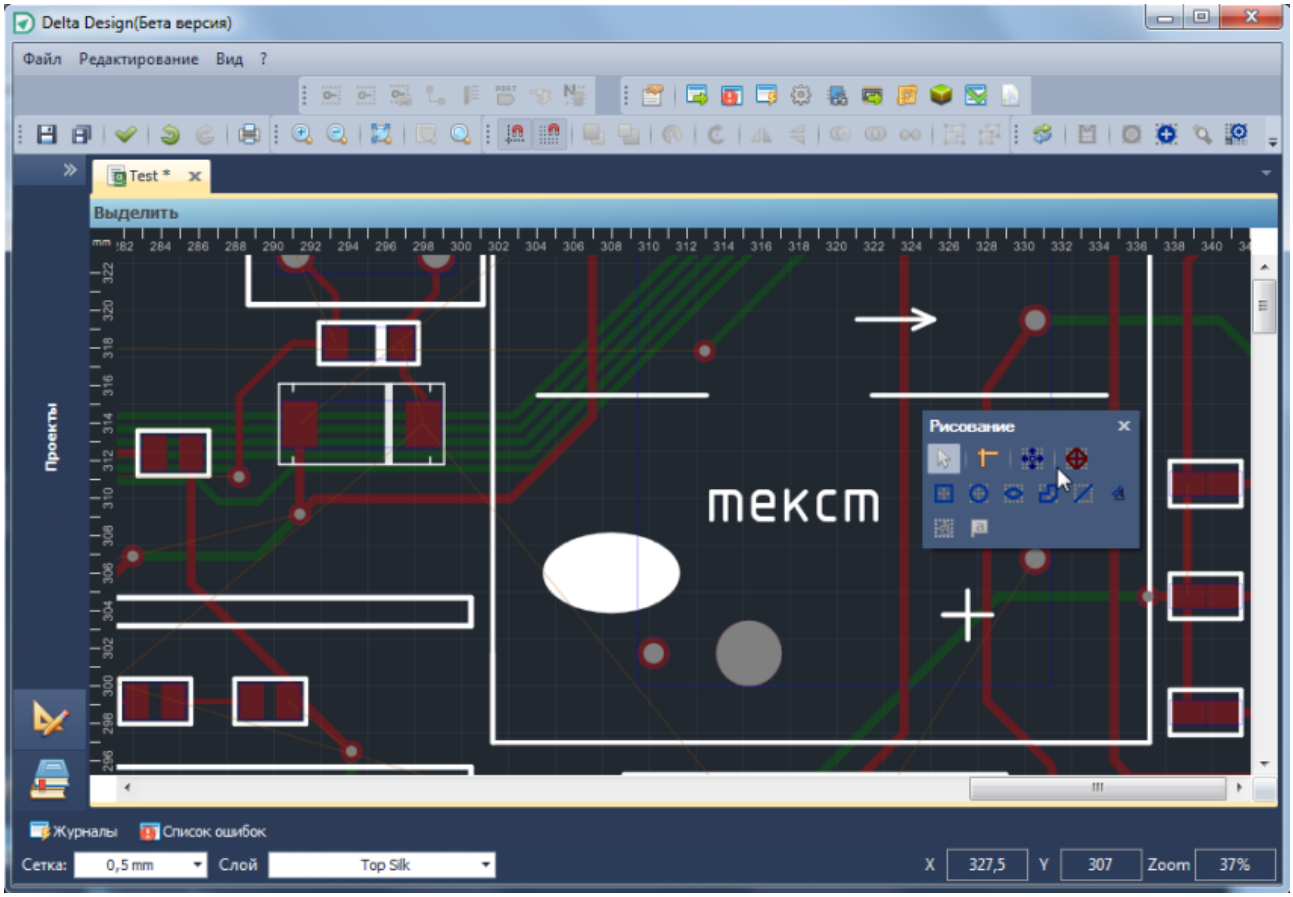

Рис. 708. Размещение графических объектов.
2. Разместить графические объекты, используя инструменты графического редактора, см. Рис. 708. Работа с инструментами графического редактора подробно описана в разделе 3.4.